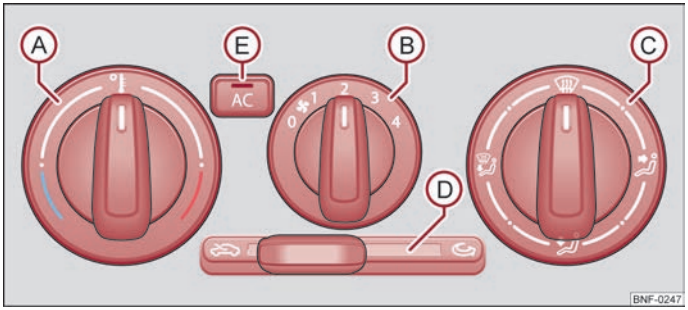

Fig. 56 The air conditioning system: Control elements
The air conditioning system operates when button AC ⇒ Fig. 56 Ⓔ is pressed and the following conditions are met:
– Turn the control dial Ⓐ ⇒ Fig. 56 to the right in order to increase the temperature.
– Press the button AC Ⓔ ⇒ Fig. 56. The warning light lights up in the button.
- Controls Ⓐ, Ⓑ, Ⓒ, Ⓓ and the button Ⓔ ⇒ Fig. 56.
– Move the sliding regulator Ⓓ ⇒ Fig. 56 into position .